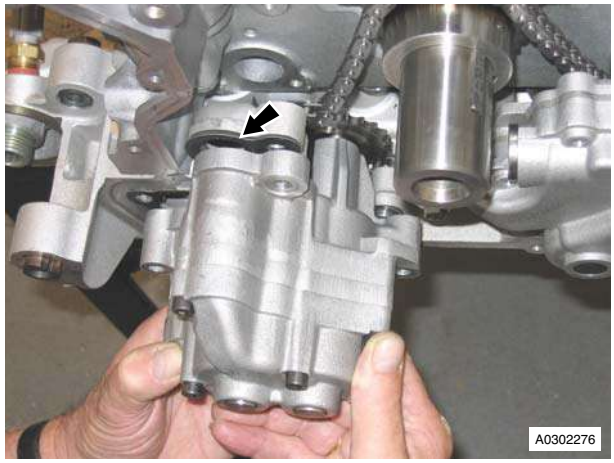

Figure 3
11. Remove and discard oil scavenge pump gasket (see Figure 3).